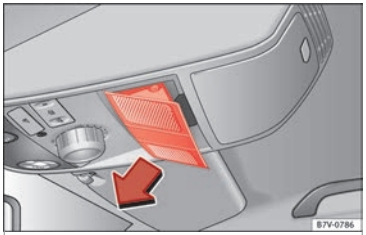

Bild 15 På det inre takfodret: Ta bort locket.
- Tryck upp locket i den riktning som bilden visar (se pilen) ››› **bild 15**.